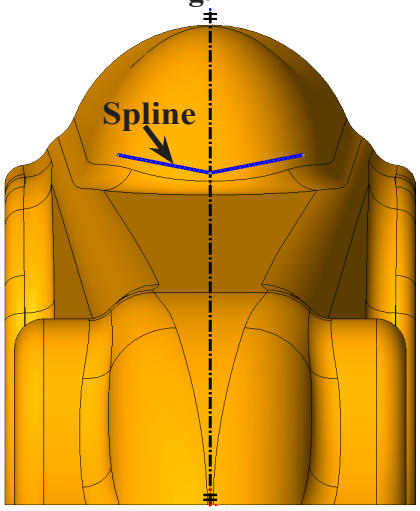

Fig. 143
Step 10. Draw **2 point** spline from centerline out into the cockpit at an angle, **Fig. 143**. Before moving cursor away from 2nd spline point, **double click** to **click End spline**.